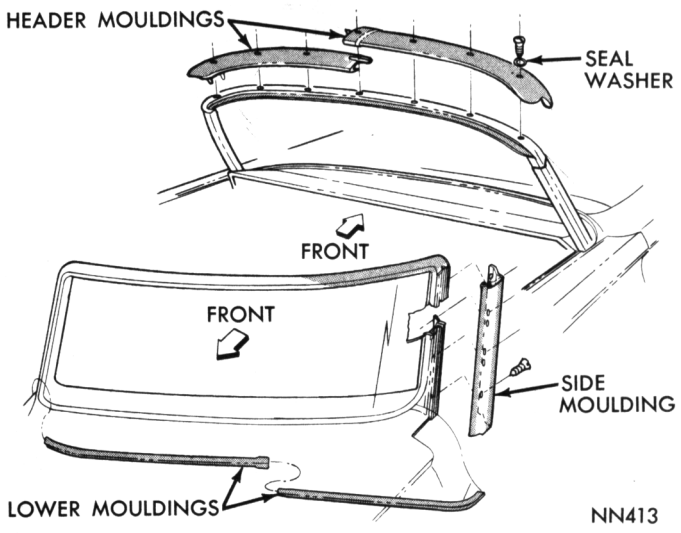

Fig. 10—Windshield Mouldings—Convertible
(1) Cover cowl, hood and fender area with a protective covering.
(2) Release top locking mechanisms and push header from windshield frame to expose moulding retainer screws.
(3) Remove wiper arms and blades.
(4) Remove windshield outside mouldings (Fig. 10).
(5) Remove inner "A" post side mouldings.
(6) Remove sun visors and screws attaching header trim cap to header.
(7) Pry header moulding up slightly to clear moulding from weatherstrip, disengage from header and remove.
(8) Remove windshield in same method as other models.